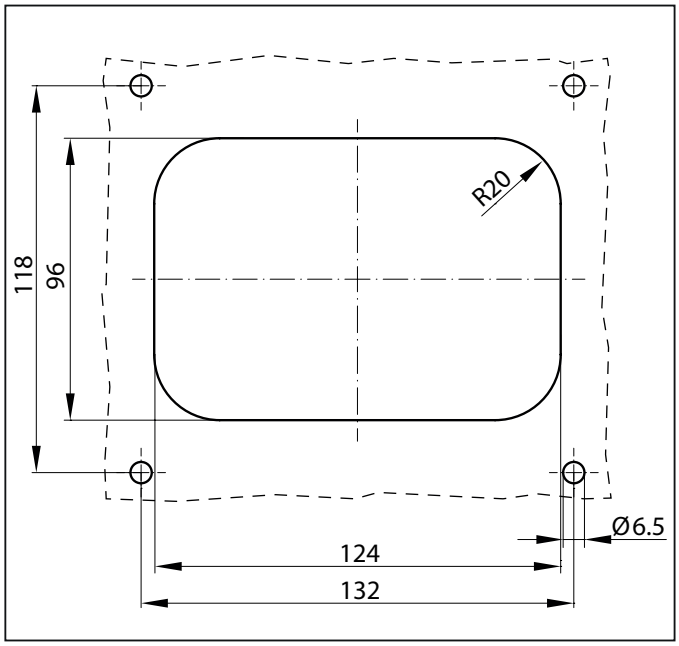

Fig. 2: Dimensions and arrangement of the mounting cut-out and mounting holes (valid for all receptacles in the B series)
- An appropriate mounting frame with cut-out according to the dimensions diagram below (***Fig. 2)*** has to be provided for the fastening of the coupling receptacle.